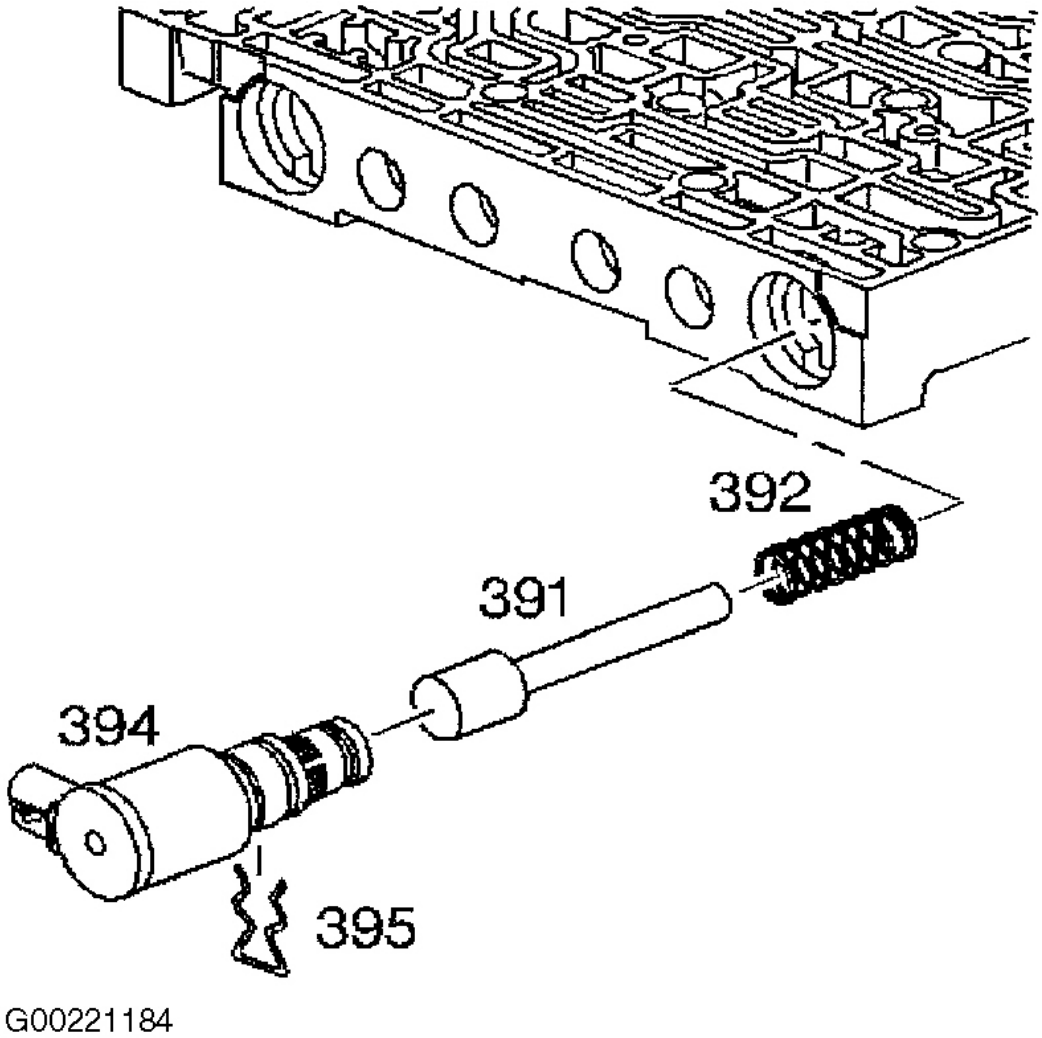

Fig. 68: Removing/Installing 3-2 Control Solenoid Assembly
7. Remove the solenoid retainer (395) and the 3-2 control solenoid (394). Remove the 3-2 control valve (391) and the 3-2 control valve spring (392). See **Fig. 68** .